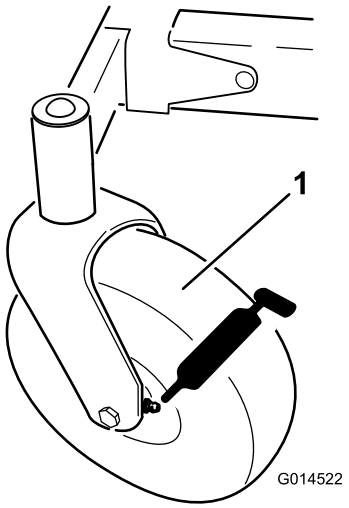
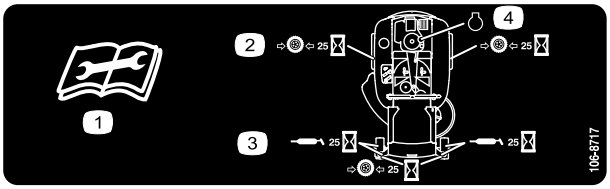

Figur 32
Figur 33
3. Torka av smörjnipplarna (Figur 32 och Figur 33) med en trasa.
4. Sätt en fettspruta på varje nippel (Figur 32 och Figur 33).